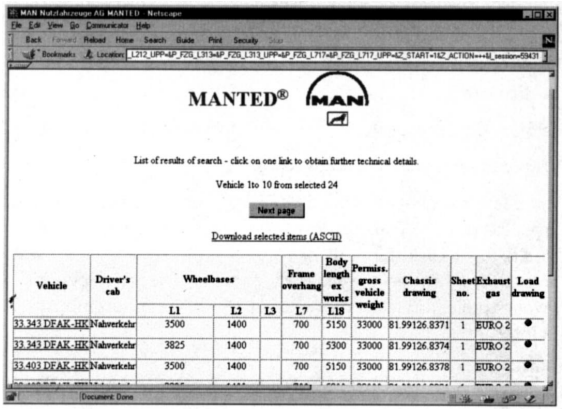

图28-8 生成汽车列表
5) 选择Scan按钮。Oralce数据库提取出用户选择的汽车模型号 (见图28-8)。